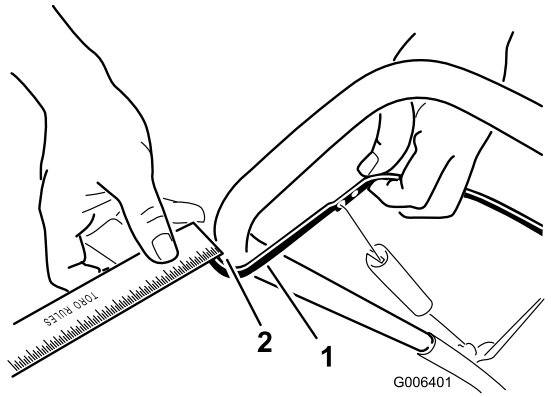

Figur 25
Flyt styrebøjlen tilbage mod håndtaget for at fjerne slækket i styrekablet (Figur 25).
Bemærk: Sørg for, at der er en afstand på 2 mm til 3 mm mellem styrebøjlen og håndtaget (Figur 25).
2. Flyt Z-beslaget til et højere eller lavere hul på justeringsleddet efter behov for at få en afstand på 2 mm til 3 mm mellem styrebøjlen og håndtaget (Figur 25).